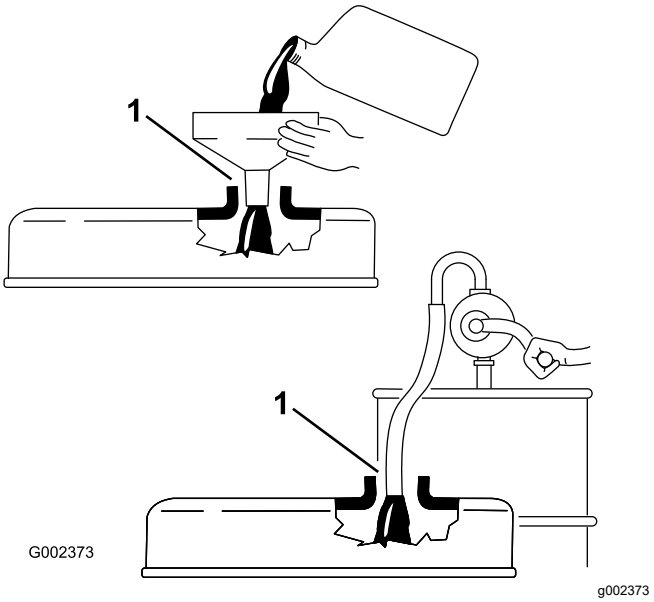

**Figura 34**
***Importante:*** **Al añadir aceite de motor o al cambiar el aceite, debe haber holgura entre el dispositivo de llenado de aceite y el orificio de llenado de la tapa de las válvulas, según se muestra en Figura 34. Esta holgura es necesaria para permitir la ventilación durante el llenado, lo cual evita que el aceite se derrame sobre el respiradero.**